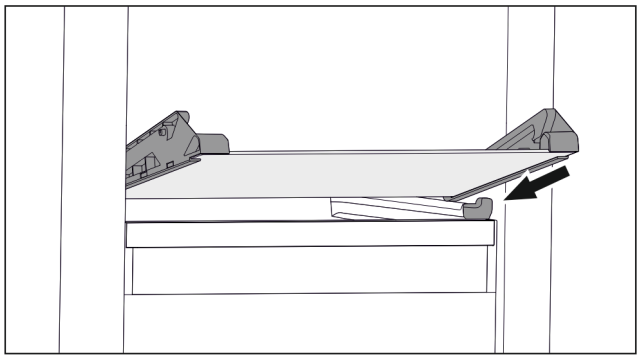

Fig. 109 Tilting drawer glass shelf
▶ Position glass shelf at an angle behind the stoppers. (see Fig. 109)